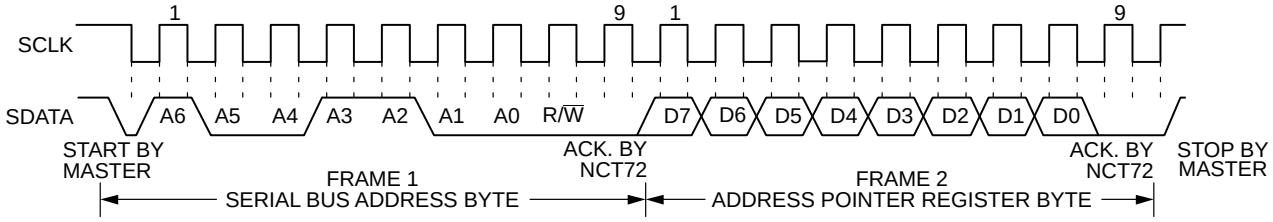

**Figure 16. Writing to the Address Pointer Register Only**
- If the address pointer register value of the NCT72 is unknown or not the desired value, it is first necessary to set it to the correct value before data can be read from the desired data register. This is done by writing to the NCT72 as before, but only the data byte containing the register read address is sent, because data is not to be written to the register see Figure 16.
- If the address pointer register is known to be at the desired address, data can be read from the corresponding data register without first writing to the address pointer register and the bus transaction shown in Figure 16 can be omitted.